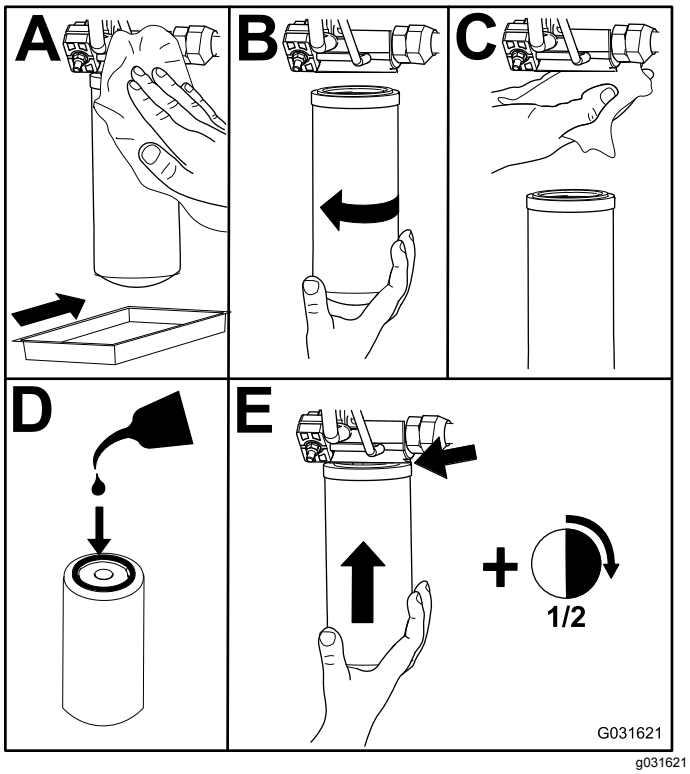

Figur 101
2. Skift ut det hydrauliske filteret (Figur 101).